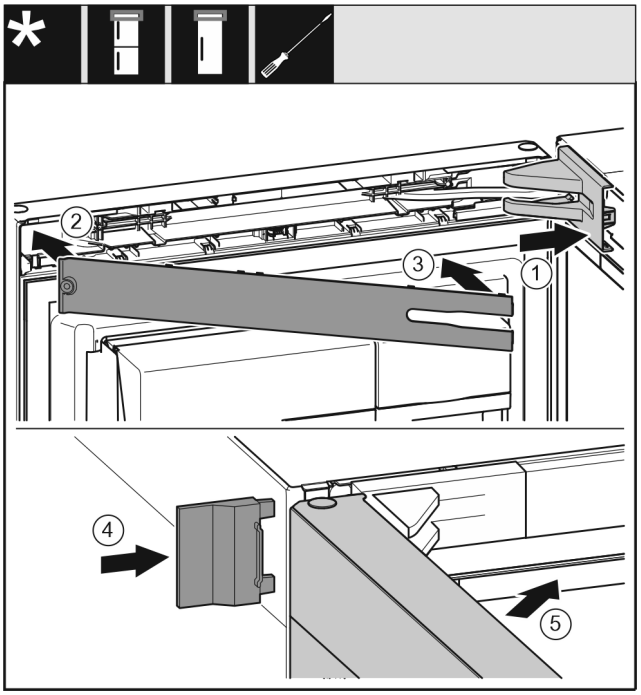

Fig. 32
- ▶ Lagerbokafdekking *Fig. 32 (1)* plaatsen en vastklikken, evt. voorzichtig uit elkaar drukken.
- ▶ Paneel *Fig. 32 (2)* plaatsen.
- ▶ Panelen *Fig. 32 (3)* naar binnen draaien en vastklikken.
- ▶ Buitenste afdekking *Fig. 32 (4)* erop schuiven.
- ▶ Bovenste deur *Fig. 32 (5)* sluiten.